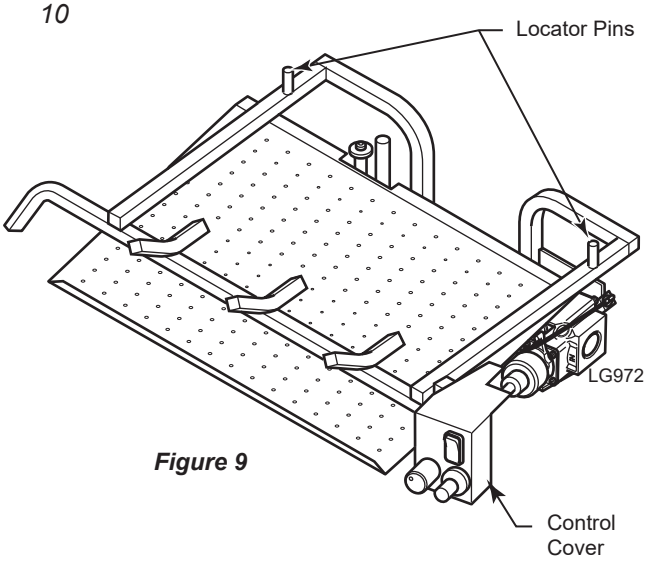
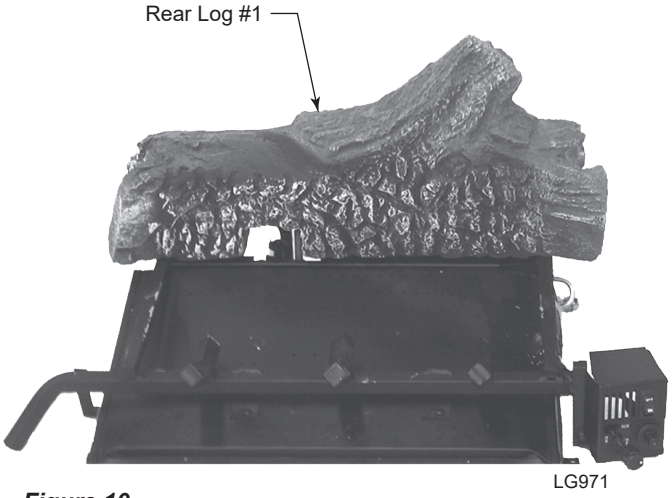

Figure 9
Figure 10
1. Install the rear log (#1) on the two locating pins of base. *Figure 9.* Visually check to verify the log is securely placed on the pins and in contact with the grate. *Figure 10*